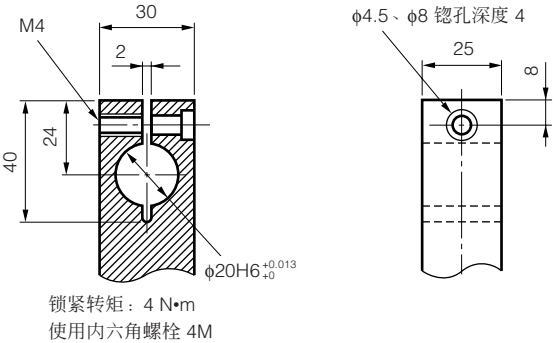

图 2. 安装固定器的结构尺寸 (供参考)
- **使用固定器将本装置安装到机械装置上时，请准备图 2 所示尺寸的固定器，以规定转矩 4N•m 将其锁紧并固定。**